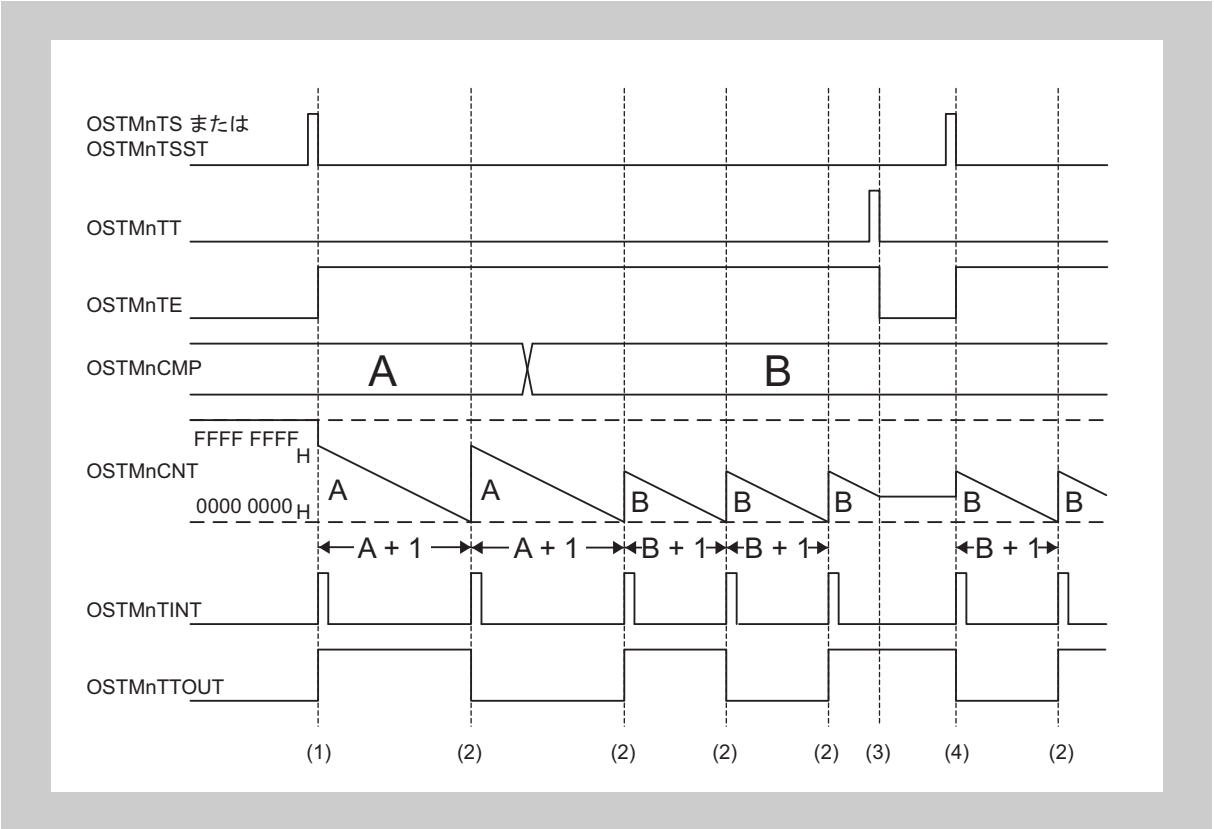

図 17-6 インターバル・タイマ・モードの OS タイマのタイミング図
1. カウンタは，*図 17-6「インターバル・タイマ・モードの OS タイマのタイミング図」* に示し，説明されているように動作を開始します。